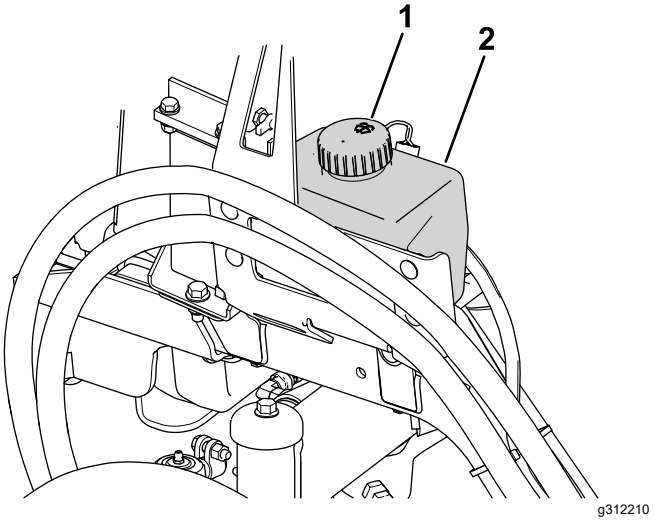

Figur 86
1. Fjern dækslet (Figur 86) fra beholderen.